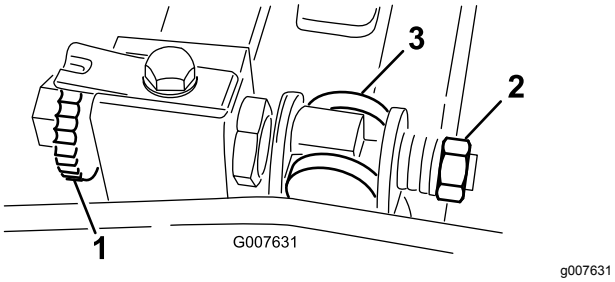

Figur 61
1. Skru motstangens justeringsskrue mot klokken for å få motstålet bort fra spolen (Figur 61).
2. Skru ut fjærspenningsmutteren til skiven ikke lenger er strammet mot motstangen (Figur 61).